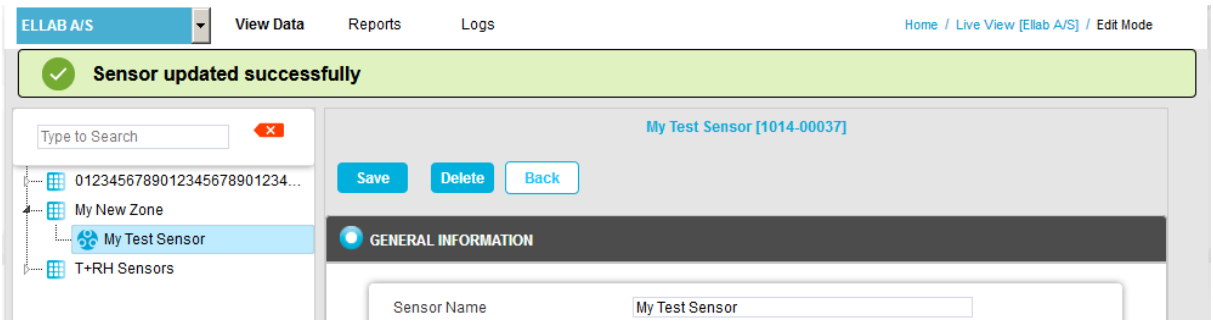

Figure 15
- A green dialog box is displayed in the **Edit Mode** window confirming that the Sensor has been updated successfully. See Figure 15 below: